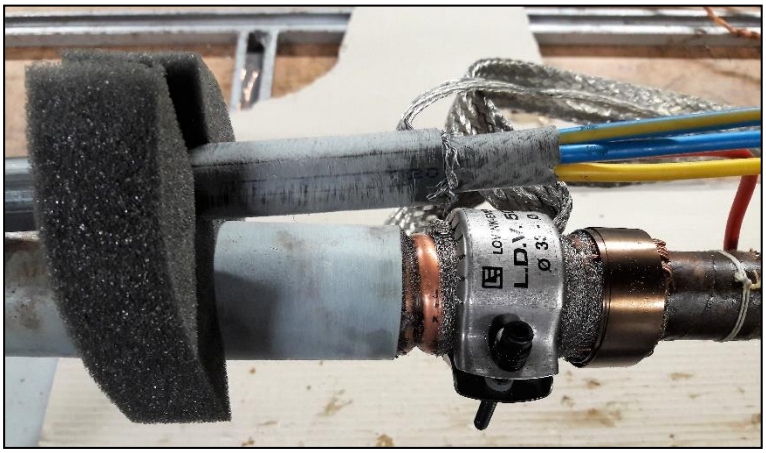

Figuur 57 - nekafdichting en aftakkabel
15. Plaats de nekafdichting en breng de aftakkabel aan, zie Figuur 57.